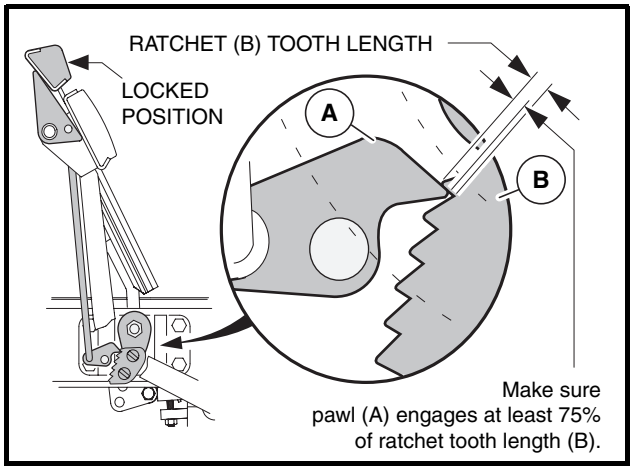

Figure 5-15 Ratchet/Pawl Tooth Engagement
3.4. With the park brake locked, make sure at least 75% of ratchet tooth length engages the pawl **(Figure 5-15, Page 5-13)**. Tooth engagement should be between the two lines marked on the pawl.